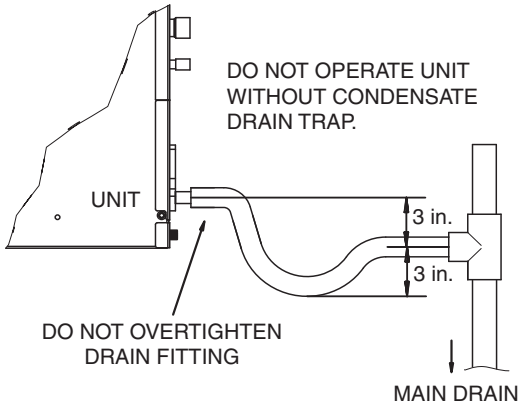

Fig. 4 — Condensate Drain Trap
- The differential height between inlet and outlet should be at least 3 inches. The differential height between the bottom of the trap and oulet should also be 3 inches. See Fig. 4.